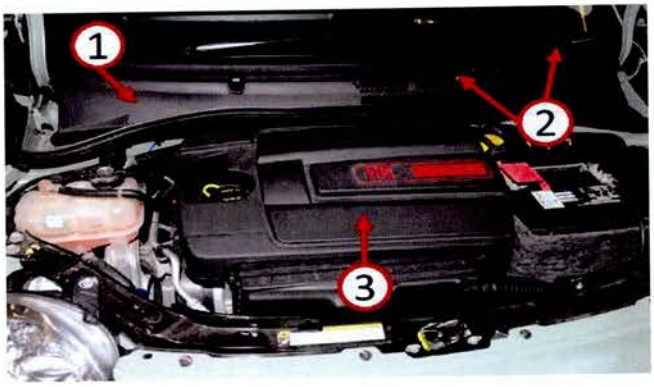

Fig. 5 Reassembly
7. Reinstall the cowl panel cover (1) (Fig. 5). Refer to the detailed procedures available in DealerConnect >TechCONNECT > under: Service Info > 23-Body > Exterior > Cover, Cowl Panel > Installation .
8. Reinstall both front wiper arms (2) (Fig. 5). Refer to the detailed procedures available in DealerConnect >TechCONNECT > under: Service Info > 08-Electrical > Wipers/Washers > Arm, Wiper > Installation > Front.
9. Reinstall the engine cover (3) (Fig. 5).